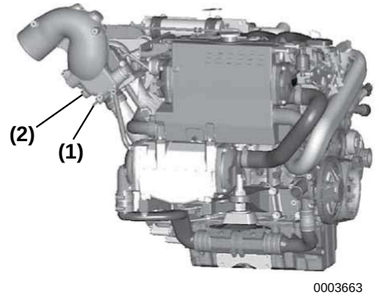

*Figure 2*
5. **Engines having the optional high-rise exhaust elbow:** Open drain cock **(Figure 2, (1))** and allow water to drain. Remove and inspect zinc anode **(Figure 2, (2))**.